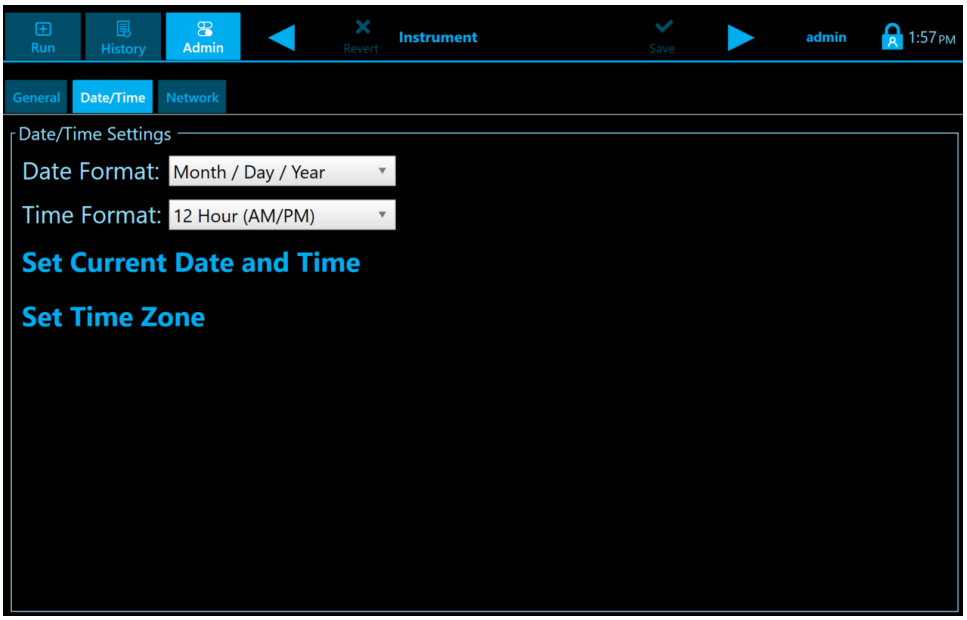

Figure 64. Date/Time Configuration
3. Date and time can be selected for (Figure 64):